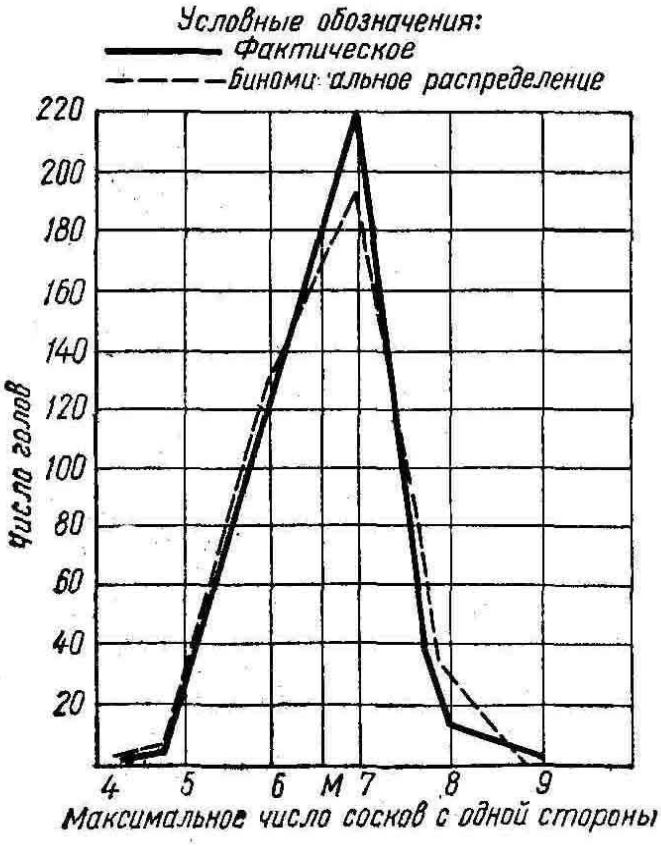

Рисунок 3 – Эксцессивная кривая.
3) Эксцесс (рис. 3). В некоторых случаях вариационные кривые получаются островершинными – с резким преобладанием вариант в средних классах – т.н. эксцесс.